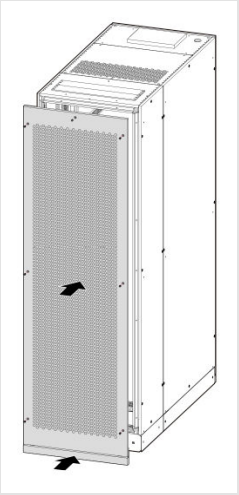

FIGURA 3-18 Rimontaggio delle piastre
4. Rimontate la piastra posteriore e la piastra di fondo (Figura 3-18).